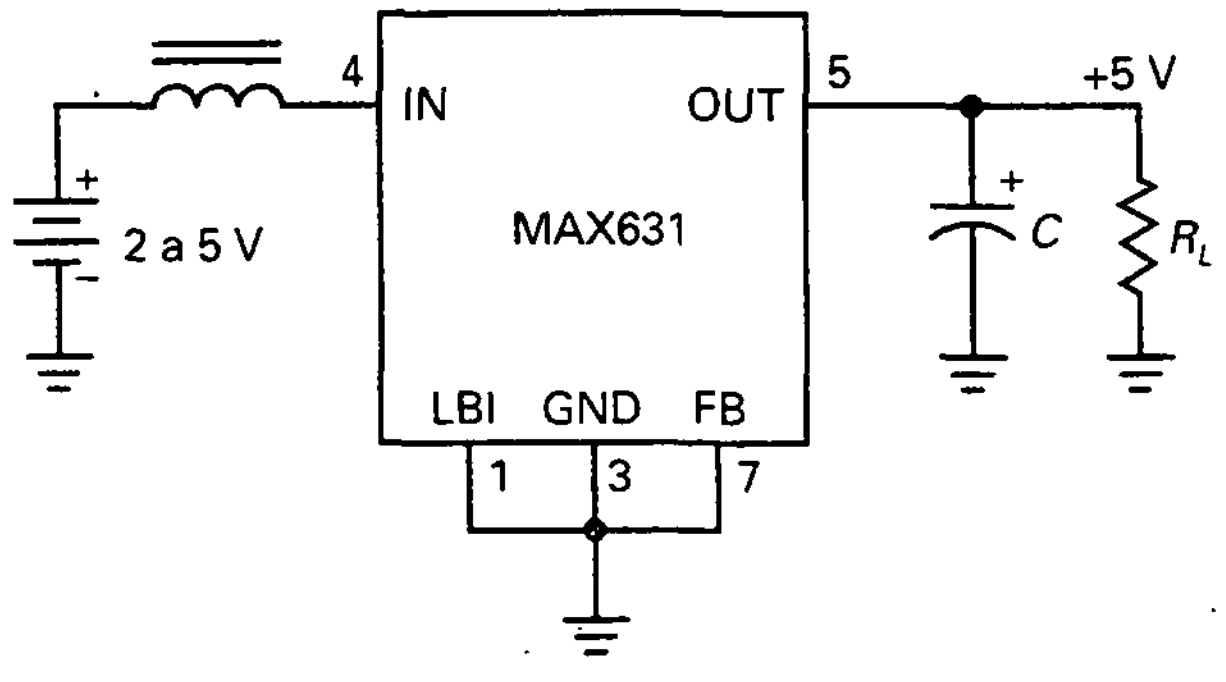

Figura 24-30. Regulador elevador con un MAX631.
Por ejemplo, en la Figura 24-30 se muestra el MAX631 configurado como regulador elevador, con una tensión de salida fija de +5 V y una entrada de +2 a +5 V. La tensión de entrada se obtiene de una batería, ya que una de las aplicaciones de estos reguladores integrados es en aparatos portátiles. La hoja de características recomienda el uso de una autoinducción de 330 μH y un condensador de 100 μF.
El MAX631 es un dispositivo de 8 terminales, de los cuales, los que no se usan o se conectan a tierra o se dejan libres. En la Figura 24-30, el pin 1 (LBI: *low-battery indicator*) se puede utilizar para detectar cuándo la batería está baja de carga. Si ésta está a tierra, no afecta al dispositivo. Aunque se usa normalmente como un regulador de salida fija, el MAX631 puede funcionar con un divisor de tensión externo para proveer de una tensión de realimentación a través del pin 7 (FB). Si el pin 7 está a tierra, la tensión de salida está ajustada de fábrica a +5 V.